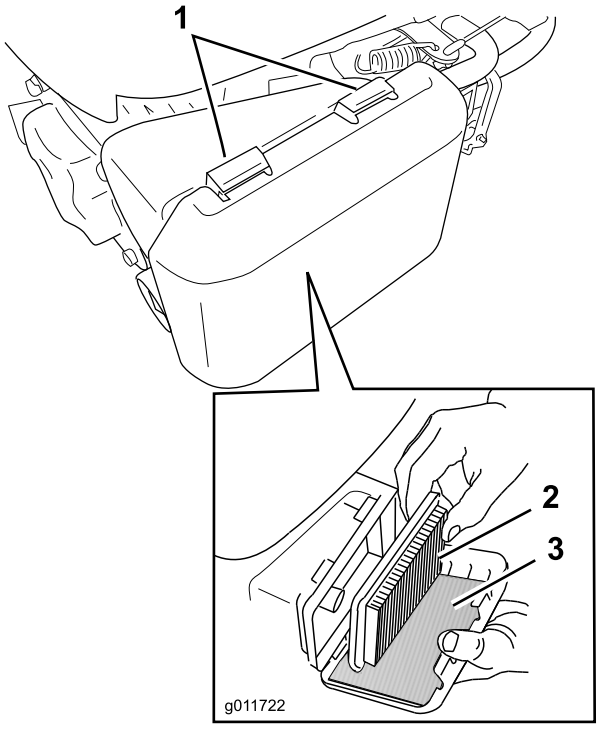

Figur 28
1. Trykk ned låsetappene oppå luftrenserdekselet (Figur 28).
3. Fjern papirluftfilteret og skumforfilteret (Figur 28).